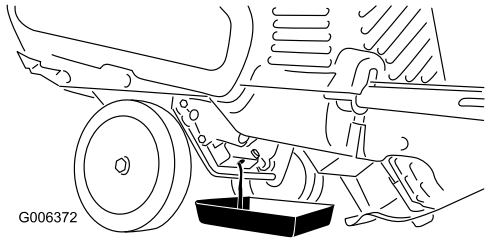

Figur 29
3. Placera ett kärl under oljepluggen och skruva sedan ur oljepluggen och luta maskinen bakåt innan du tömmer ut den använda oljan i kärlet Figur 29).